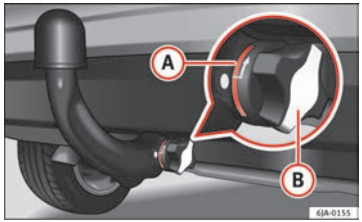

Fig. 119 Correct placement of the ball-headed bar
- The red mark (A) ⇒ Fig. 119 on the manual regulator signals towards the white mark on the ball-headed bar.
- Cover (B) has been placed over the manual regulator lock.